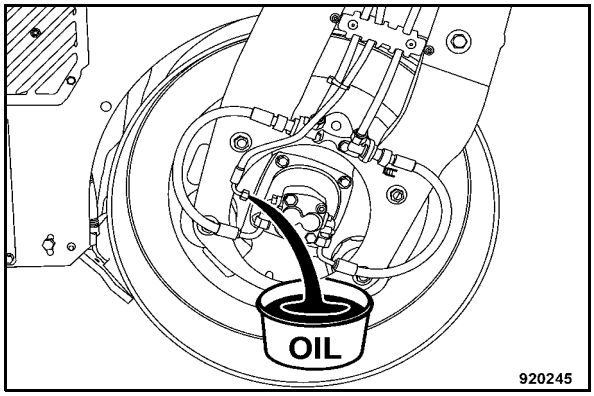

Fig. 168
- Disconnect bthe leak oil hose from the front right hand vibration motor (Fig. 168), drain off and catch all hydraulic oil.